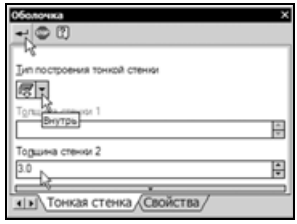

Рис. 6.66
- На панели свойств **Оболочка** установите тип построения тонкой стенки **Внутрь**, введите толщину оболочки 3 и нажмите **Создать объект** (рис. 6.66).